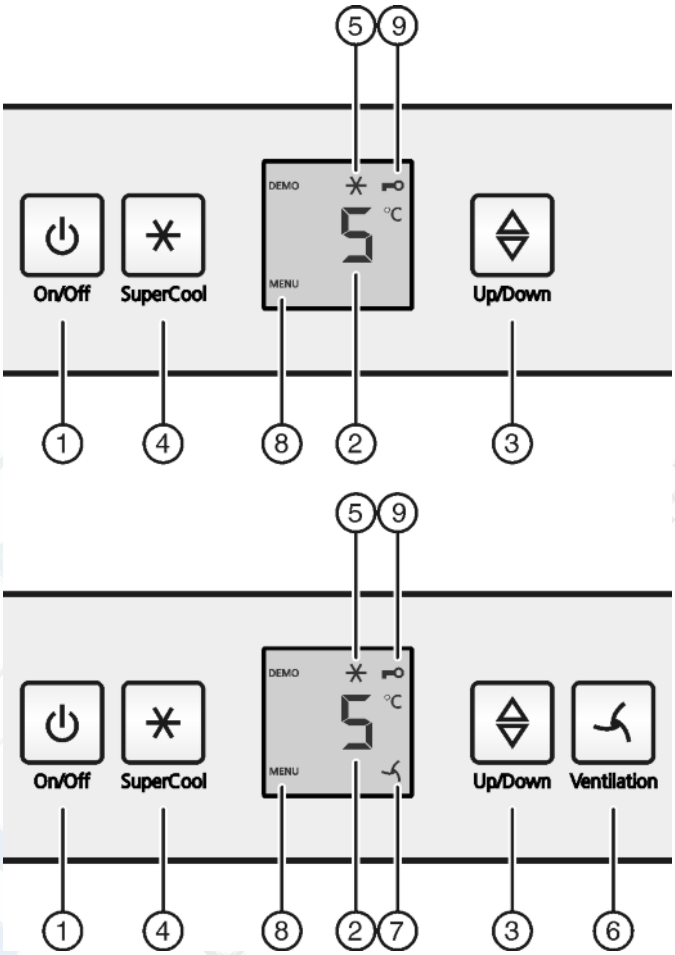

Fig. 2
▶ Нажать кнопку On/Off *Fig. 2 (1)*.
▶ Нажмите кнопку «SuperCool» *Fig. 2 (4)* и удерживайте ее прим. 5 секунд.
▷ На индикаторе будет отображаться символ «Меню» *Fig. 2 (8)*.
▶ Для подтверждения нажать и отпустить кнопку «SuperCool» *Fig. 2 (4)*.
▷ На индикаторе горит символ «Защита от детей» *Fig. 2 (9)*.
▶ Нажать и отпустить кнопку «On/Off» *Fig. 2 (1)*.
▶ Активация модуля регулировки температуры: нажмите кнопку настройки *Fig. 2 (3)*.
▶ Температура изменяется с шагом в 1 °C: нажимайте кнопку настройки *Fig. 2 (3)* до тех пор, пока на индикаторе температуры не будет высвечиваться требуемая температура.
▶ Коротко нажмите кнопку SuperCool *Fig. 2 (4)*.
▷ На индикации горит символ SuperCool *Fig. 2 (5)*.
▷ Символ SuperCool *Fig. 2 (5)* на индикации гаснет.
▶ Коротко нажмите кнопку "Вентиляция" *Fig. 2 (6)*.
▷ Символ Вентиляция *Fig. 2 (7)* горит.
▷ Символ Вентиляция *Fig. 2 (7)* не горит.